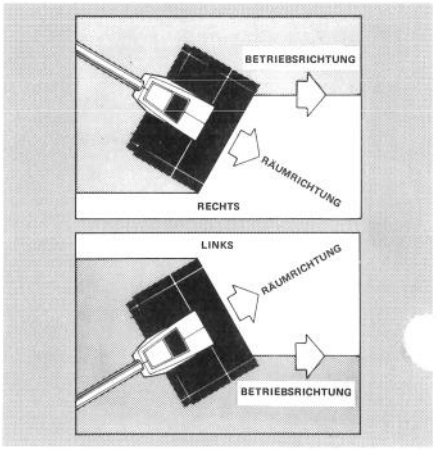

Abbildung 10
2. Durch leichte Schrägführung der Elektro-Schaufel lässt sich der Schneeauswurf nach rechts oder links richten (Abb. 10).